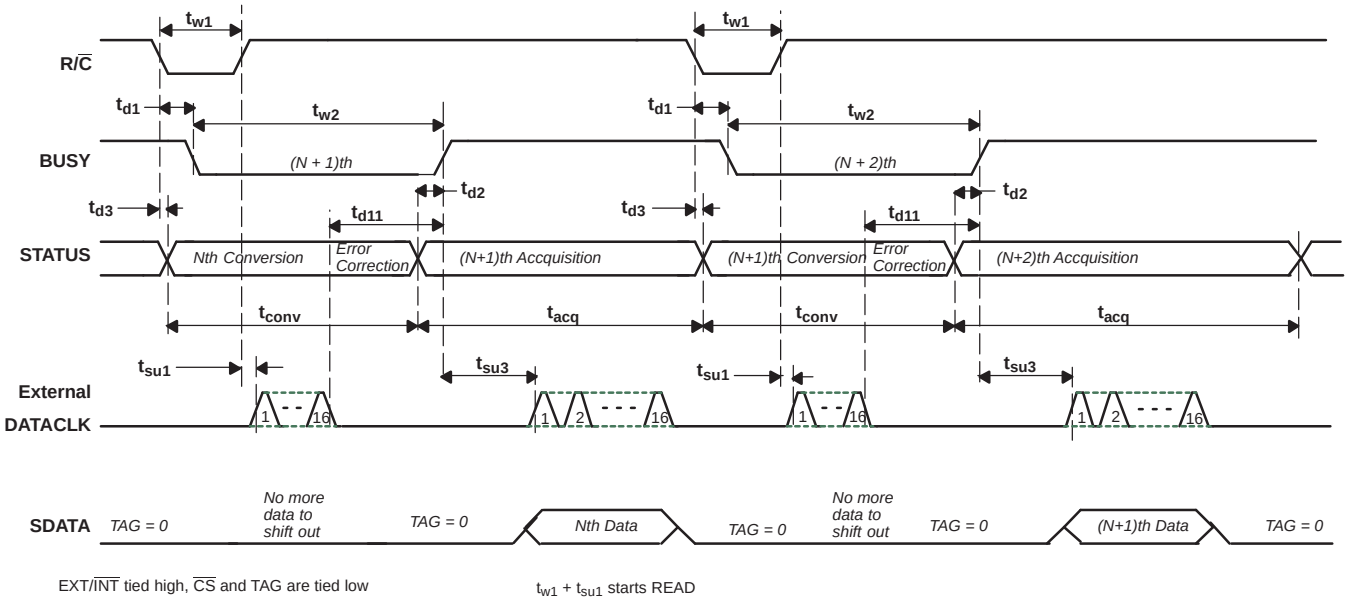
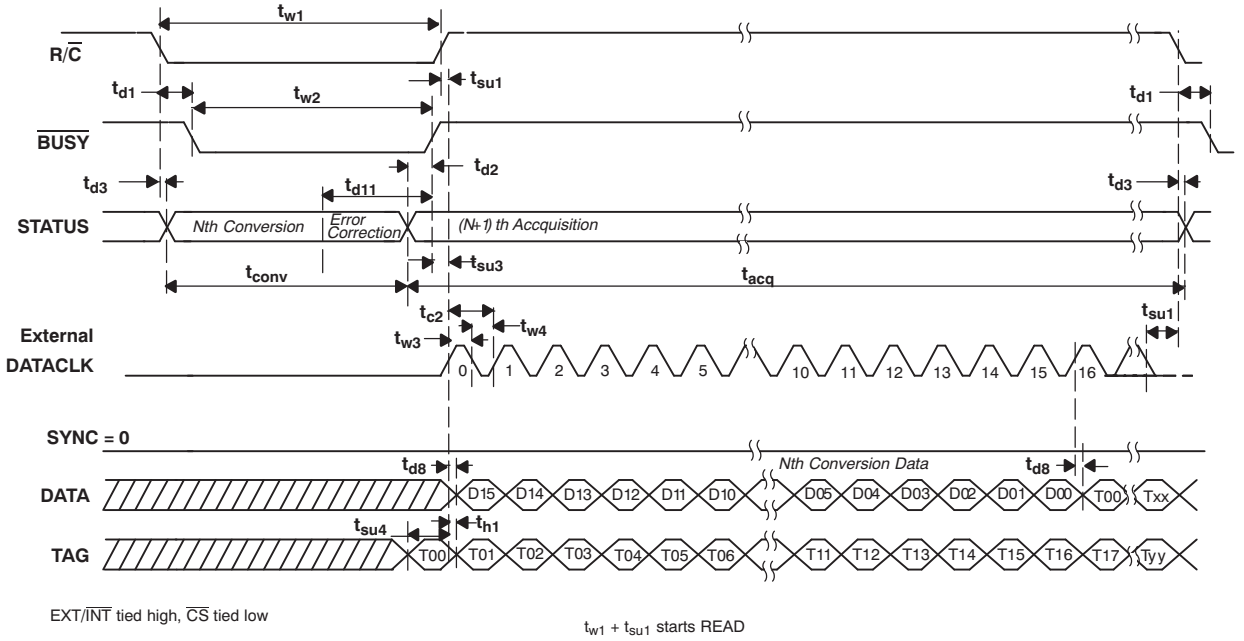
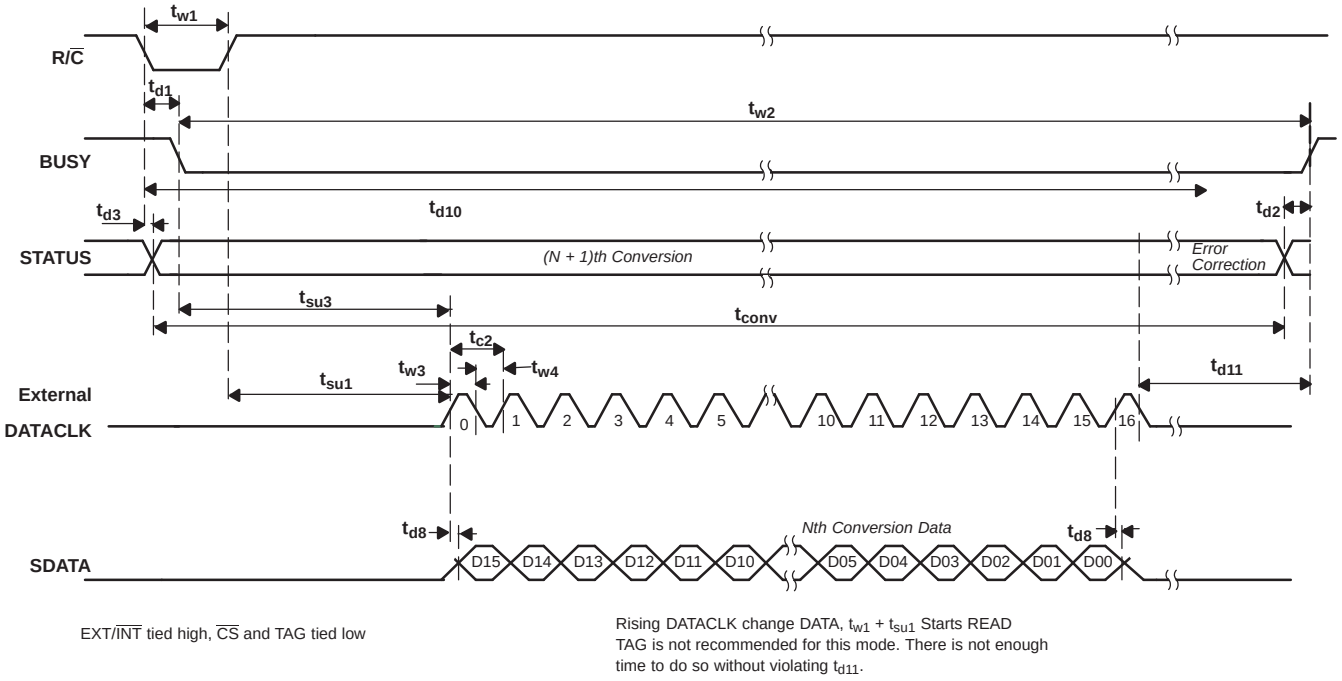

Figure 34. Basic Conversion Timing: External DATACLK
Figure 35. Read After Conversion (Discontinuous External DATACLK)
Figure 36. Read During Conversion (Discontinuous External DATACLK)
(1) See Figure 34, Figure 35, and Figure 36 for constraints on data valid from conversion *N–1*.
After conversion *N* is completed and the output registers have been updated, $\overline{BUSY}$ (pin 24) goes high. With $\overline{CS}$ low and R/$\overline{C}$ high, valid data from conversion *N* are output on SDATA (pin 19) synchronized to the external data clock input on DATACLK (pin 18). The MSB is valid on the first falling edge and the second rising edge of the external data clock. The LSB is valid on the 16th falling edge and 17th rising edge of the data clock. TAG (pin 20) inputs a bit of data for every external clock pulse. The first bit input on TAG is valid on SDATA on the 17th falling edge and the 18th rising edge of DATACLK; the second input bit is valid on the 18th falling edge and the 19th rising edge, etc. With a continuous data clock, TAG data is output on SDATA until the internal output registers are updated with the results from the next conversion. Refer to Table 6 and Figure 35 for more information.
The switching noise of the asynchronous data clock can cause digital feedthrough, degrading converter performance. Refer to Table 6 and Figure 36 for more information.
A falling-edge-triggered transfer would initiate an SPI transfer after the falling edge of $\overline{BUSY}$, providing the host controller with the previous conversion results, while the current conversion cycle is underway. The timing for this type of interface is described in detail in Figure 36. Care must be taken to ensure the entire 16-bit conversion result is retrieved from the ADS8517 before $\overline{BUSY}$ returns high to avoid the potential corruption of the current conversion cycle.
A rising-edge-triggered transfer is the preferred method of obtaining the conversion results. This timing is depicted in Figure 35. This method of obtaining data ensures that SCLK is static during the conversion cycle and provides the host processor with current cycle conversion results.